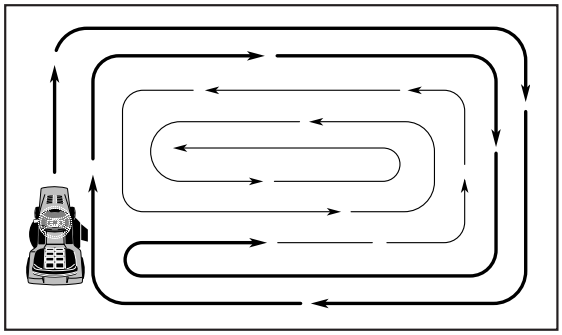

Fig. 16
- Al segar las área grandes, empiece girando a la derecha de modo que los recortes se descarguen, alejándose de los arbustos, cercos, entradas de automóviles, etc. Después de una o dos vueltas, siegue en la dirección opuesta, haciendo virajes a la izquierda, hasta que termine (Vea Fig 16).